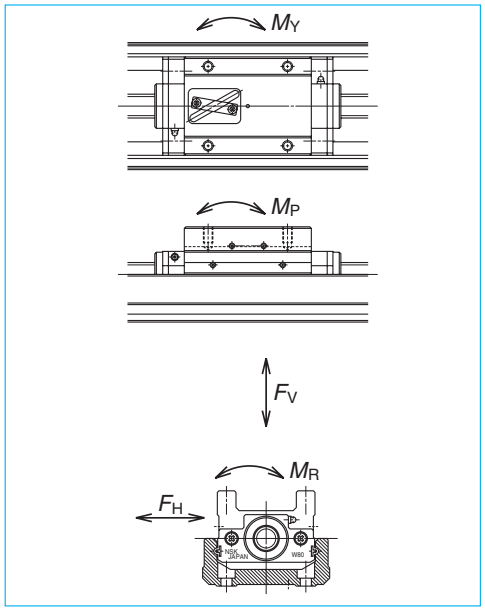

図 4.6 各荷重方向
(1) リニアガイド部の寿命計算
モノキャリアのリニアガイド部に作用する荷重（図4.6）を検討し、各々の荷重を式①に代入（ダブルスライダ密着仕様は、式②に代入）し、等価荷重 F_e を求めます。